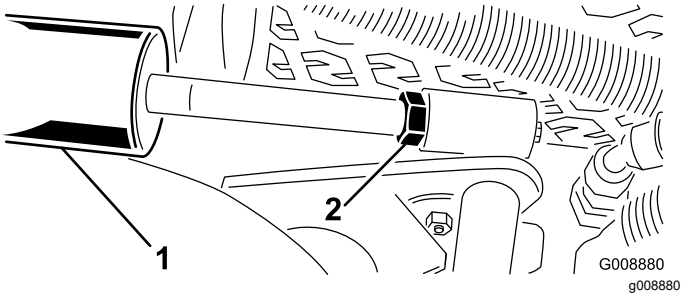

Figur 31
1. Lossa lyftcylinderns kontramutter (Figur 31).